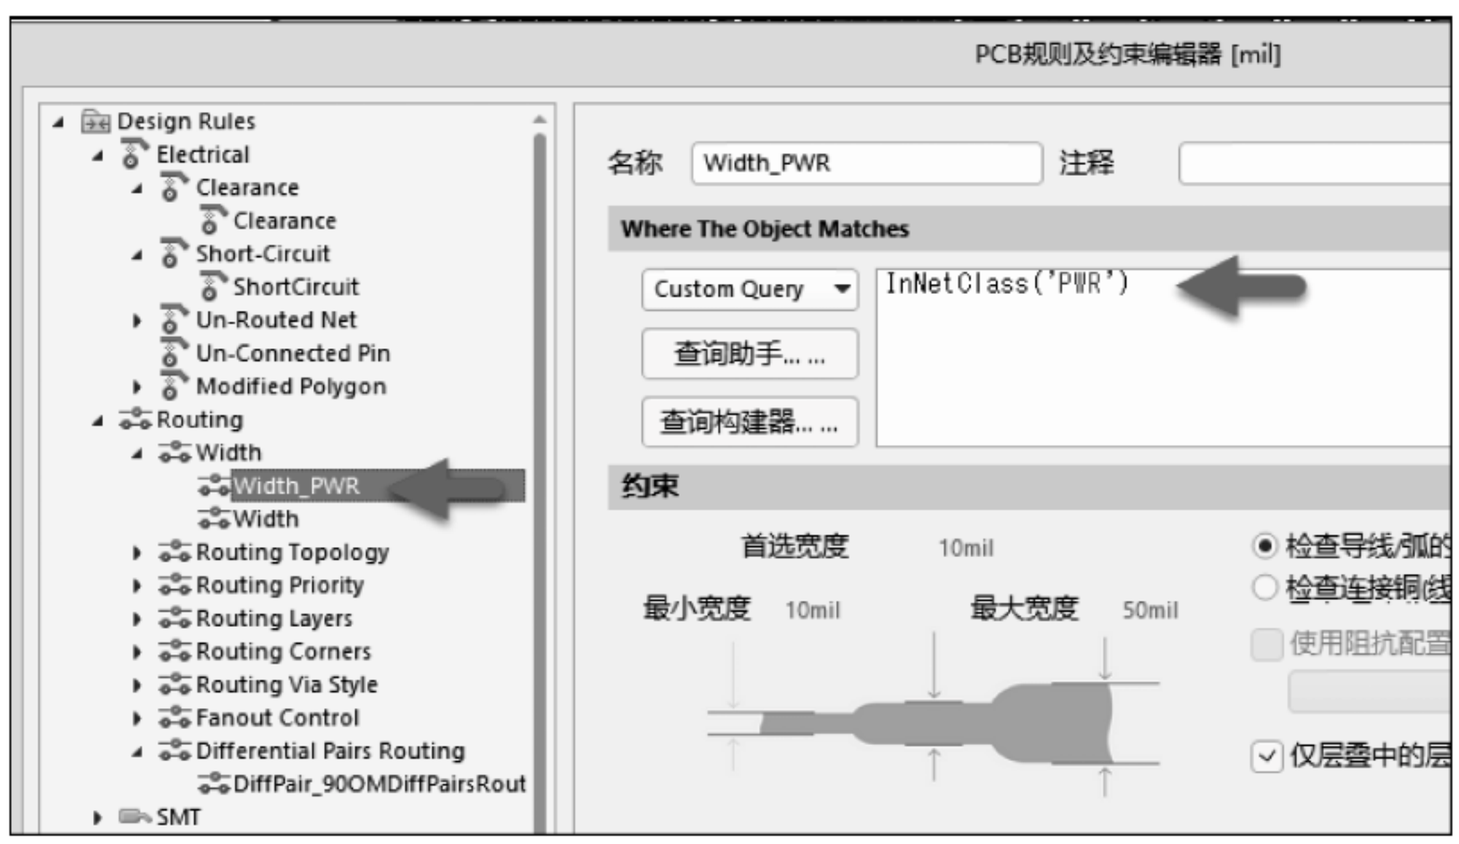

图 6-30　电源线宽规则
② 电源线线宽设为 10mil 及以上,如图 6-30 所示。
(3) 过孔尺寸设置